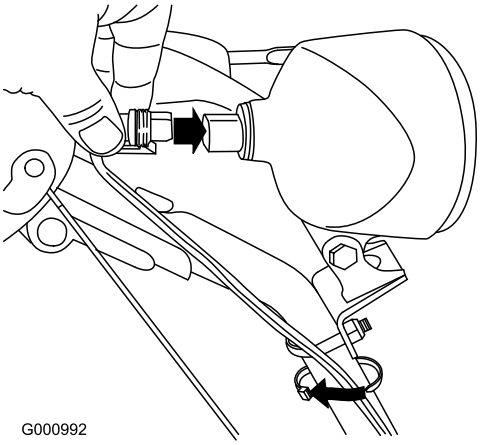

Figura 60
6. Inserite il connettore del cavo nel retro del faro, finché non è saldo (Figura 60).